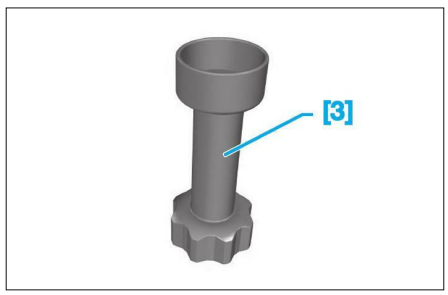

**Fig. 20**
- [3] Adaptateur pour cylindre de charge (réf. 4222-T) **(Fig.20)**.